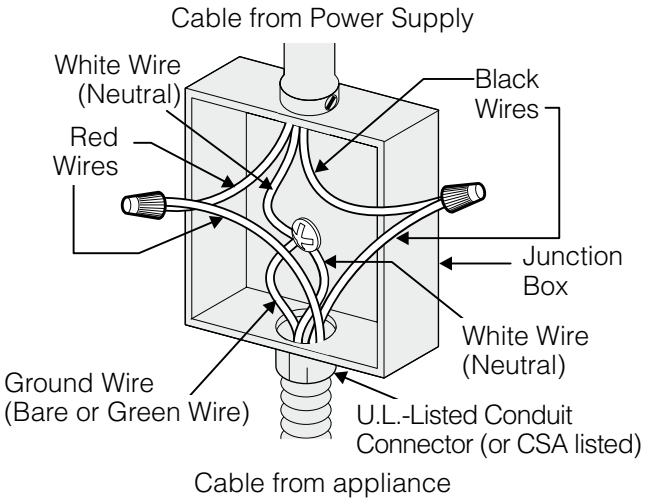
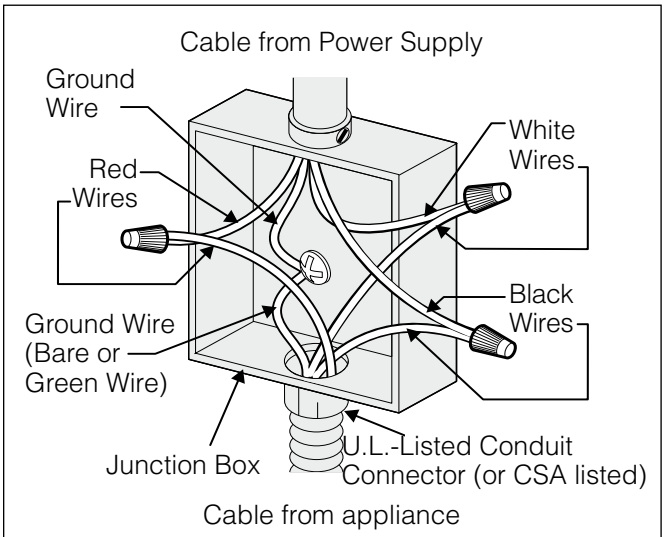

Figure 5
Figure 6
Where local codes permit connecting the appliance-grounding conductor (wire) to the neutral (white) wire (see figure 5):
2. In the circuit breaker, fuse box or junction box, connect appliance and power supply cable wires as shown in figure 5.
WARNING This appliance is manufactured with a white neutral power supply and a frame connected copper wire. The frame is grounded by connection of grounding lead to neutral lead at the termination of the conduit, if used in USA, in a new branch circuit installation (1996 NEC), mobile home, recreational vehicles, where local code do not permit grounding trough the neutral (white) wire or in Canada, disconnect the white and green lead from each other and use ground lead to ground unit in accordance with local codes, connect neutral lead to branch circuit-neutral conductor in usual manner see Figure 6. If your appliance is to be connected to a 3 wire grounded junction box (US only), where local code permit connecting the appliance-grounding conductor to the neutral (white) see Figure 5.
If cooktop is used in a new branch circuit installation (1996 NEC), mobile home, recreational vehicle, or where local codes DO NOT permit grounding through the neutral (white) wire (see figure 6):
3. In the circuit breaker, fuse box or junction box: connect appliance and power supply cable wires as shown in figure 6.